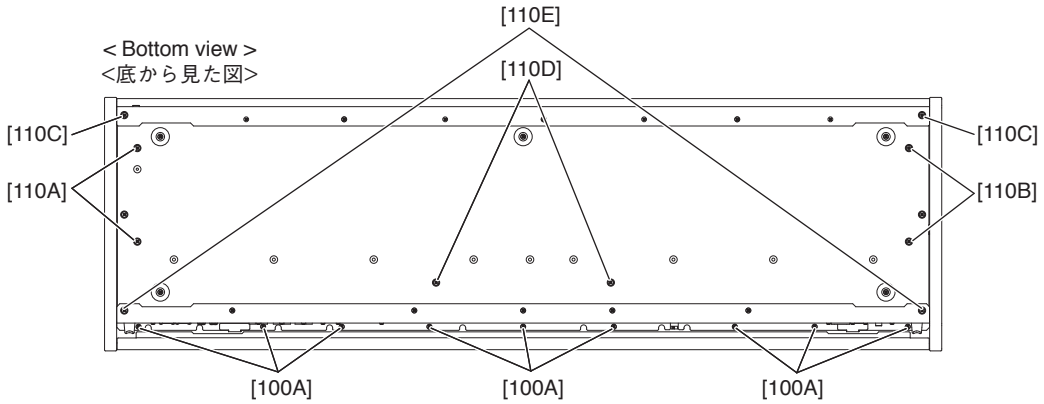

Fig.2（図 2）
2-2 Remove the nine (9) screws marked [100A] and two (2) screws marked [110D]. (Fig.2)
2-2 [100A] のネジ 9 本と [110D] のネジ 2 本を外します。（図 2）